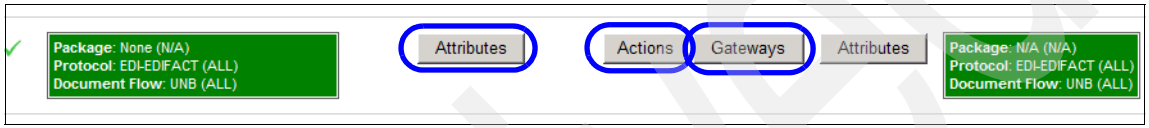

Figure 21-20 Configuring first interaction
a. Click **Attributes**, highlighted in Figure 21-20.
c. Click **Return** to return back to the Manage Connections screen. Again, click the **Actions** button highlighted in Figure 21-20 on page 751. Here we just want to verify the Action is **EDI De-envelope**. Close the window.
d. Now click the **Gateways** button highlighted in Figure 21-20 on page 751. Again, we are just verifying the source and target gateways are correct. **FileSystemGateway** should be the source, and **HTTPGateway** should be the destination. These gateways should be the same for all three interactions. Even though the actual flow has some internal N/A package steps, this definition should always define the original source and final target.